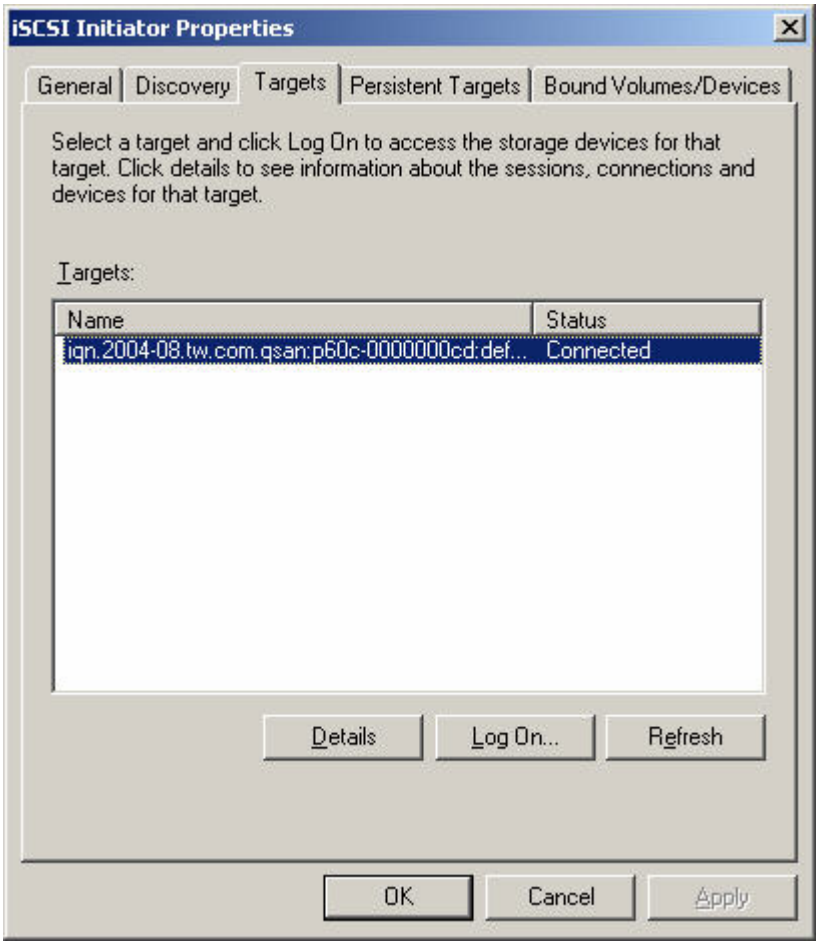

Figure D.7
8. Click **"OK"**. The status would be "Connected". Please see Figure D.7.